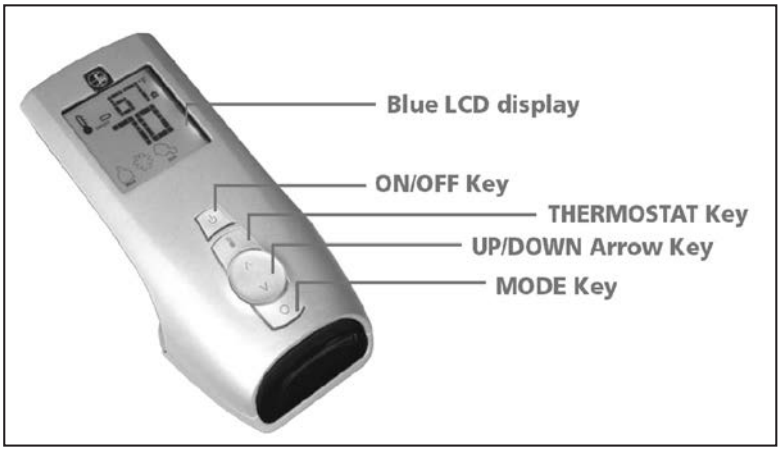
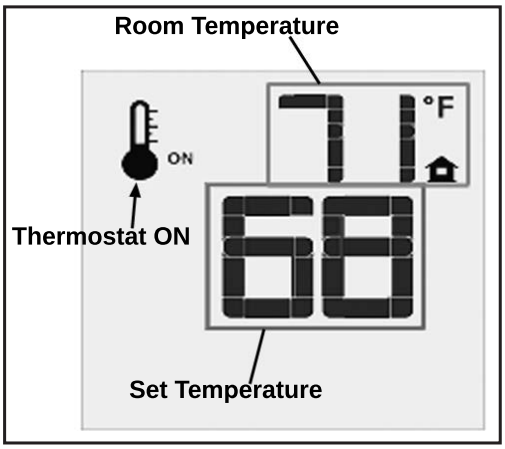
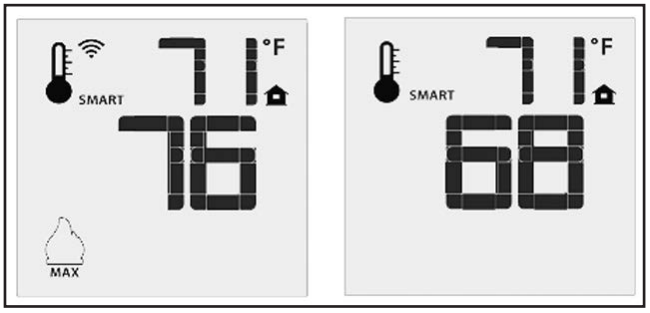
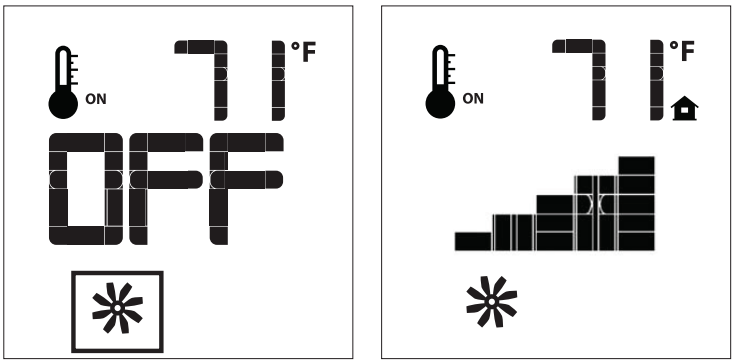

Figure 5: Proflame 2 Transmitter.
Figure 10: Remote Control Displays Set Temperature.
Figure 11: Remote Control's Smart Flame Function.
Figure 13: Fan Control
The Proflame 2 Transmitter is a remote control with a blue backlit lcd display. It uses a streamline design with a simple button layout and informative lcd readout (Figure 5). The Transmitter is powered by three (3) AAA type batteries. A Mode Key is provided to Index between the features and a Thermostat Key is used to turn on/off or index through Thermostat functions (Figure 5 & 6)
Press the ON/OFF Key on the Transmitter. The Transmitter LCD display will only show the room temperature and Icon (see Figure 10). A single "beep" from the IFC confirms reception of the command and both the pilot light (if the unit is not set to continuous pilot) and main burner will turn off.
The Remote Control can operate as a room thermostat. The thermostat can be set to a desired temperature to control the comfort level in a room. To activate this function, press the Thermostat Key (see Figure 5). The LCD display on the Transmitter will change to show that the room thermostat is "ON" and the set temperature is now displayed (see Figure 10). To adjust the set temperature, press the Up or Down Arrow Keys until the desired set temperature is displayed on the LCD screen of the Transmitter.
The Smart Thermostat function adjusts the flame height in accordance to the difference between the set point temperature and the actual room temperatures. As the room temperature gets closer to the set point the Smart Function will modulate the flame down. To activate this function, press the Thermostat Key (Figure 5) until the word "SMART" appears to the right of the temperature bulb graphic (Figure 11). To adjust the set temperature, press the Up or Down Arrow Keys until the desired set temperature is displayed on the LCD screen of the Transmitter.
The Q1CI comes with a convection fan that can be controlled with the Transmitter. The fan speed can be adjusted thorugh six (6) speeds. To control the fan press the MODE key (Figure 5) to index to the fan control icon (Figure 13). Use the UP/DOWN arrow keys to turn on, off, or adjust the fan speed (Figure 10). A single beep from the IFC will confirm the command has been received